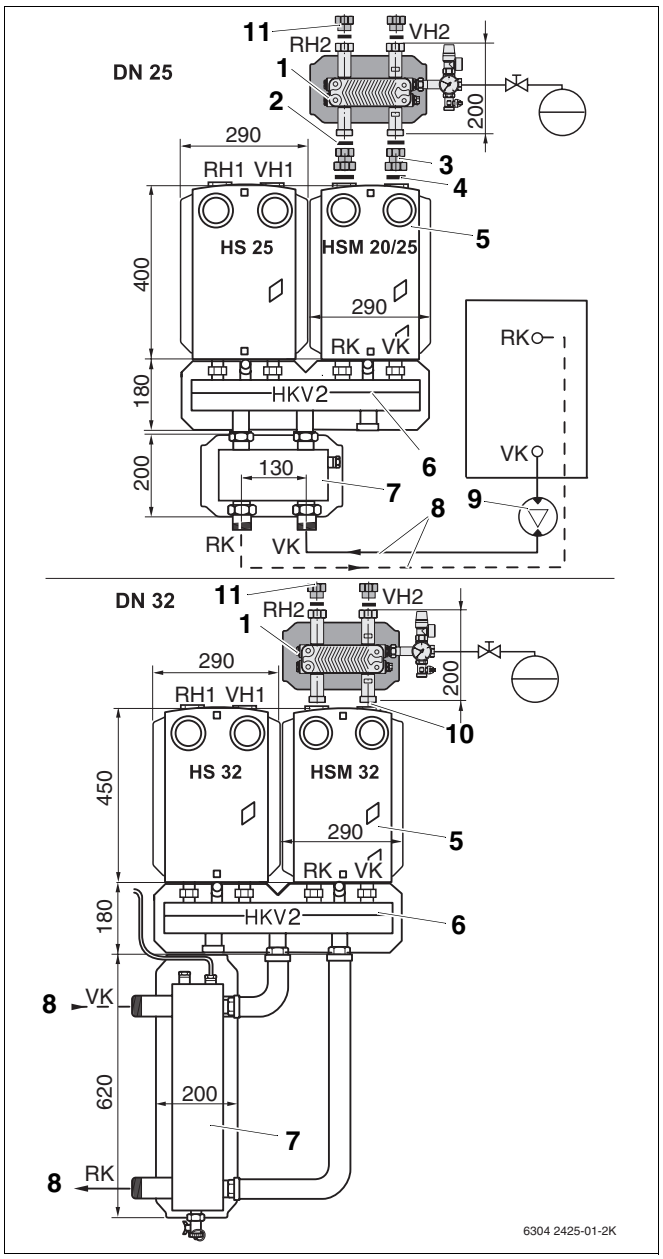

Abb. 8 Systemtrennung WT mit Bauteilen DN 25 und DN 32
Montieren Sie die Systemtrennung WT nur rechts auf dem entsprechenden Heizkreis-Set, wie in Abb. 8 dargestellt.
- Dichtung (Abb. 8, **Pos. 4**) in die unteren Überwurfmuttern des ÜS 3 (Abb. 8, **Pos. 3**) einlegen.
- ÜS 3 (Abb. 8, **Pos. 3**) an den Vor- und Rücklauf des Heizkreis-Sets (Abb. 8, **Pos. 5**) einschrauben.
- Dichtung (Abb. 8, **Pos. 2**) in die oberen Überwurfmuttern des ÜS 3 (Abb. 8, **Pos. 3**) einlegen.
- Systemtrennung WT (Abb. 8, **Pos. 1**) an ÜS 3 (Abb. 8, **Pos. 3**) am Vor- und Rücklauf schrauben.
- Den unteren Vor- und Rücklauf (Abb. 8, **Pos. 10**) von der Systemtrennung WT (Abb. 8, **Pos. 1**) am oberen Einlegeteil des Heizkreis-Sets (Abb. 8, **Pos. 5**) eindichten (Hanf oder Loctite).
Die Anschlussrohre (Abb. 8, **Pos. 8**) vom jeweiligen Heizkessel zur hydr. Weiche (nur beim Wandheizkessel) bzw. zum HKV2 (bei bodenstehendem Heizkessel) müssen Sie bauseitig erstellt.
Mit dem ÜS 1-Set (Abb. 8, **Pos. 11**) kann die Pumpe direkt über der Systemtrennung WT angebaut werden.